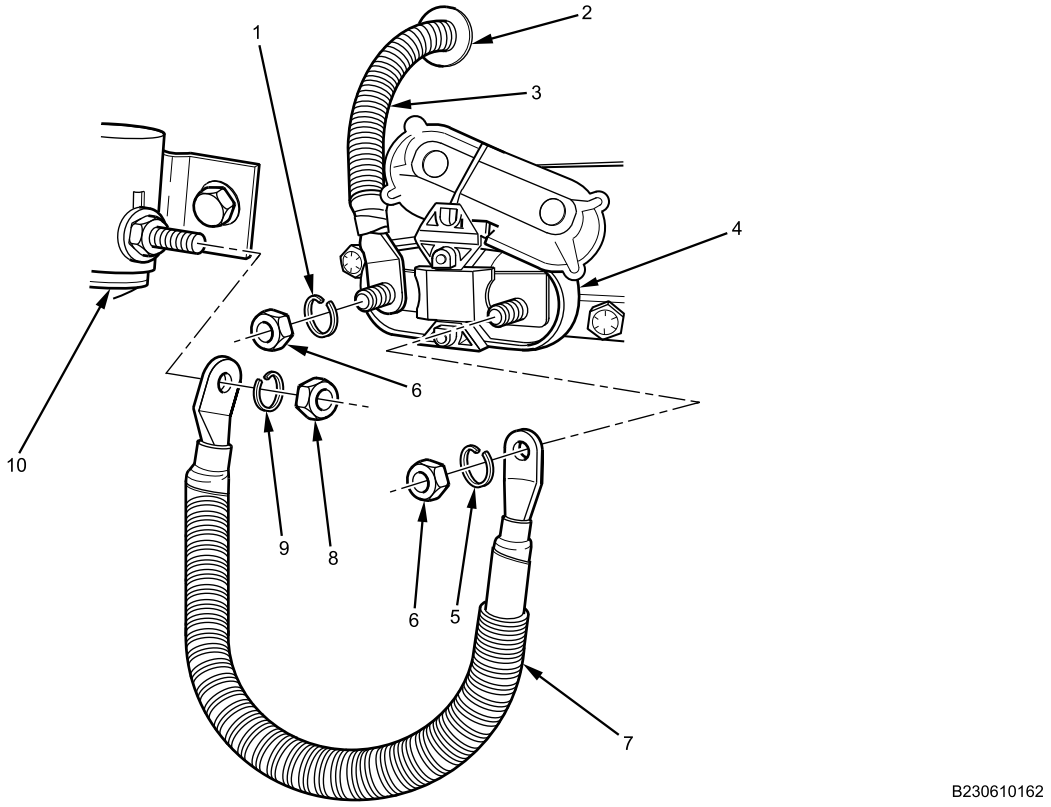

Figure 8. Mega-Fuse Cables.
12. Remove two nuts (Figure 8, Item 6), lockwashers (Figure 8, Item 1 and 5), and cables (Figure 8, Item 3 and 7) from mega-fuse holder (Figure 8, Item 4). Discard lockwashers.
13. Remove nut (Figure 8, Item 8), lockwasher (Figure 8, Item 9), and disconnect switch solenoid feed cable (Figure 8, Item 7) from disconnect switch solenoid (Figure 8, Item 10). Discard lockwasher.
14. Pull cable (Figure 8, Item 3) through grommet (Figure 8, Item 2) and out of storage bin.